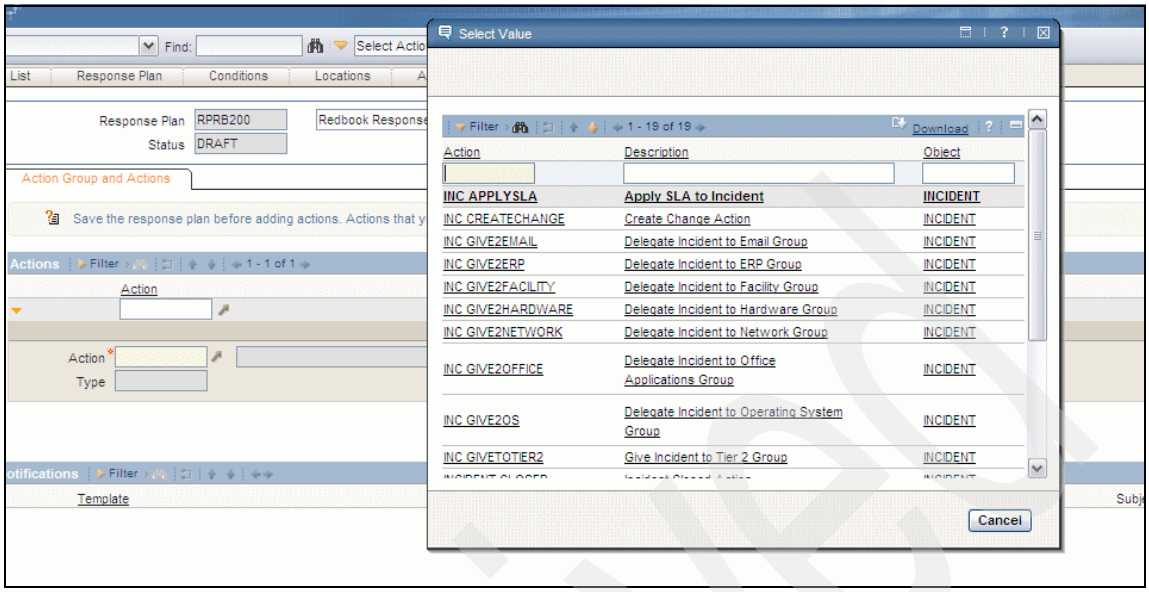

Figure 3-59 Response Plans
7. Under the Actions Response Actions tab, click **New Row**. Select **Action Delegate Incident** or go to **Actions** application, and create a new action, as shown in Figure 3-59 on page 69.